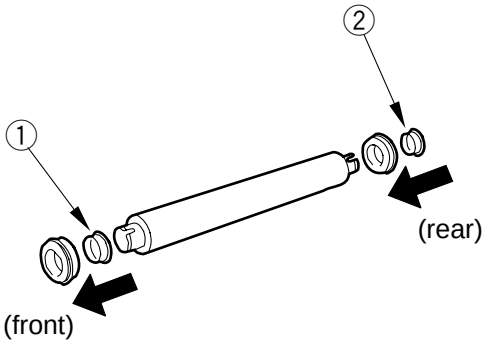

Figure 6-221a
b. Be sure to install the collars ① ② of the bushing in the correct order shown in Figure 6-221a.